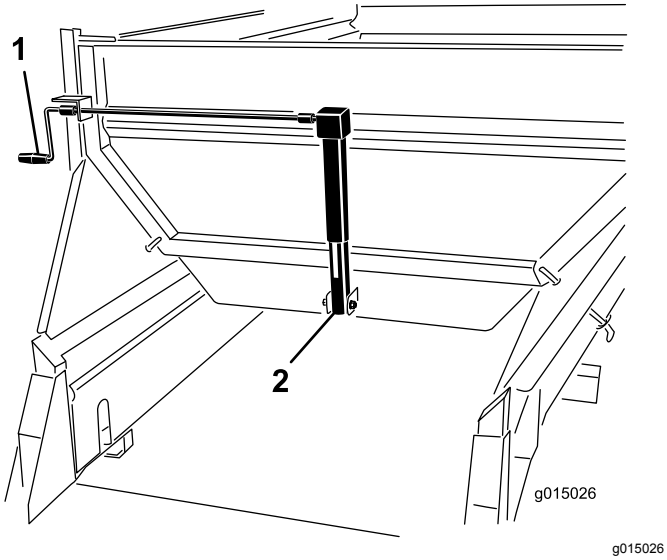

Figuur 45
Draai de krukas om de opening in te stellen (Figuur 45) tot de pijl naar het midden van het gebied met de gewenste kleur wijst (in dit voorbeeld geel).
1. Draai de krukas om de opening in te stellen (Figuur 45) tot de pijl naar het midden van het gebied met de gewenste kleur wijst (in dit voorbeeld geel).